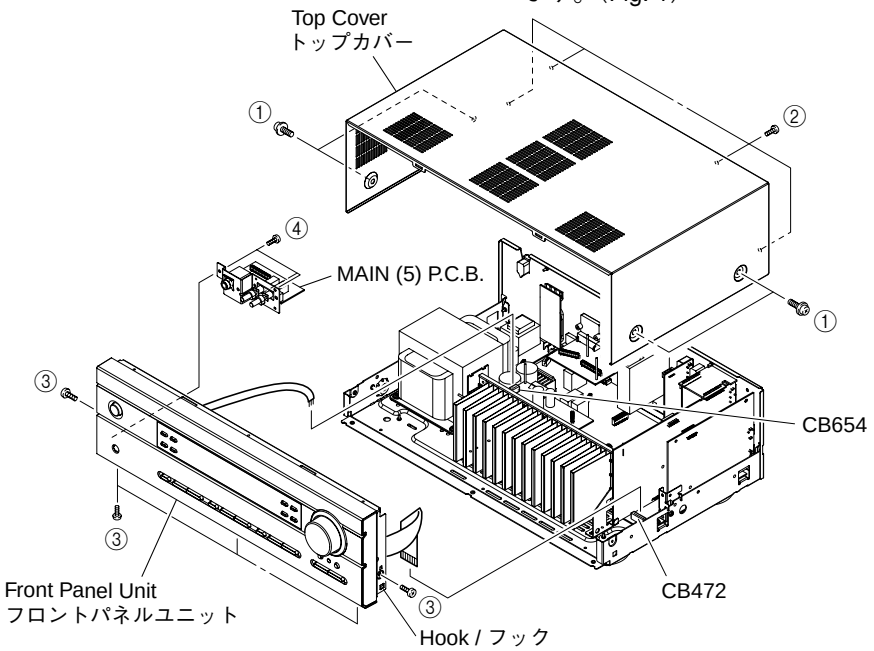

Fig. 1
a. Remove 4 screws (①) and 4 screws (②). (Fig. 1)
b. Slide the Top Cover rearward to remove it. (Fig. 1)
b. Remove CB472 and CB654. (Fig. 1)
c. Remove 5 screws (③).
d. Release a hook on right side of the Front Panel Unit, then slide the Front Panel Unit forward. (Fig. 1)
e. Remove 3 screws (④).
f. Remove the MAIN (5) P.C.B. and then remove the Front Panel Unit. (Fig. 1)
a. ①のネジ4本、②のネジ4本を外します。（Fig. 1）
b. トップカバーを後方へスライドさせ、取り外します。（Fig. 1）
b. CB472、CB654を外します。（Fig. 1）
c. ③のネジ5本を外します。
d. 右側のフックをはずし、フロントパネルユニットを前方へ引き出します。（Fig. 1）
e. ④のネジ3本を外します。
f. MAIN（5）を外し、フロントパネルユニットを取り外します。（Fig. 1）